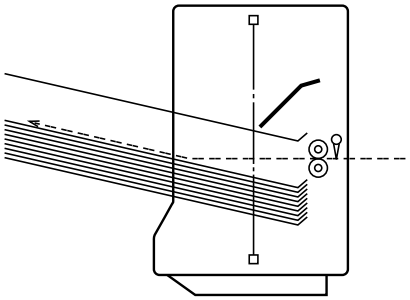

Fig. 1-2
(2) When the preset number of copies exiting from the copier exceeds the limit number of the top bin, the sorter goes into the cascade mode; a fixed time after the last sheet of the limit number passes the paper path sensor, the top bin (bin 1) moves up. (Fig. 1-2)